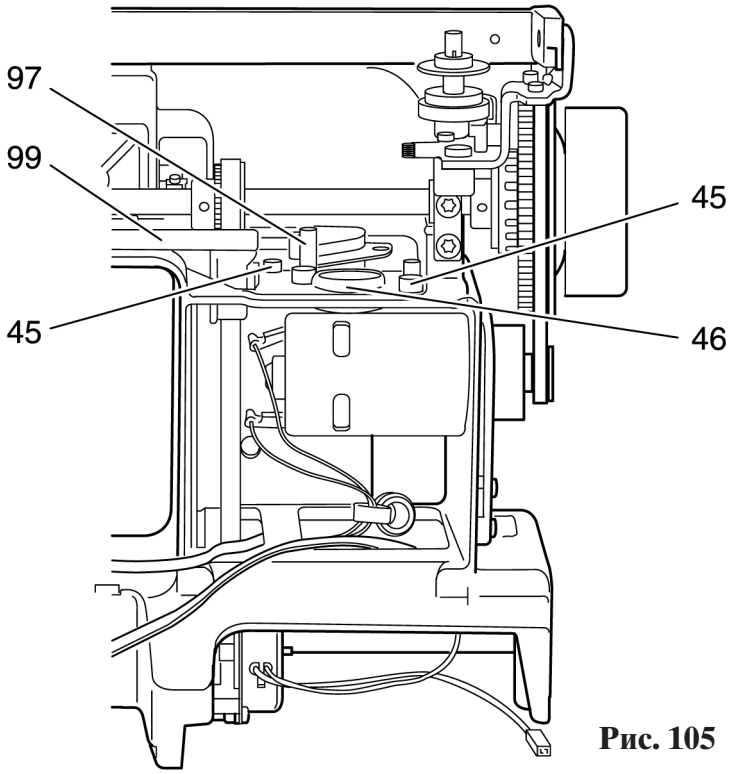

Рис. 105
- Стяните пружинный зажим 97 у шагового двигателя зигзага 46 (рис. 105).